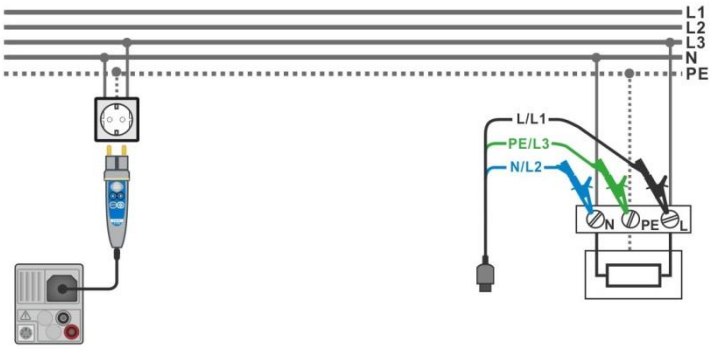

Figure 4.88: Connection of Plug commander and 3-wire test lead
- Connect test leads or Plug commander to the object under test, see ***Figure 4.88***.